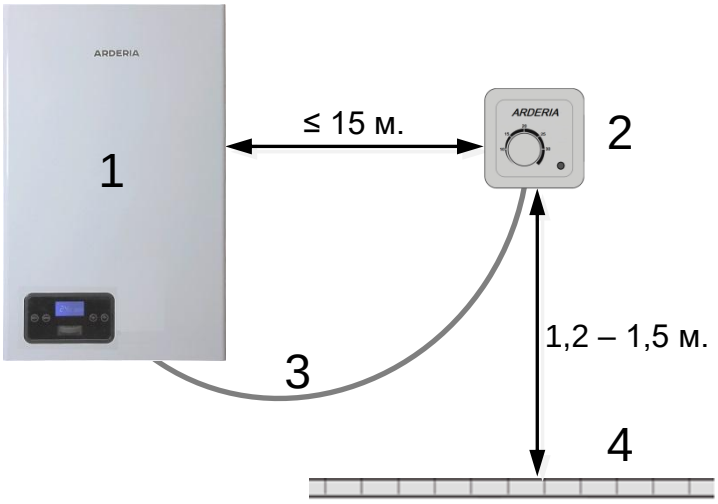

Рис. 21 Место установки комнатного термостата
- Термостат монтируют на стене, на высоте 1,2 – 1,5 м. от пола (См. Рис. 21).
- **Рекомендуемое** расстояние от термостата до котла не более 15 м (См. Рис. 21).